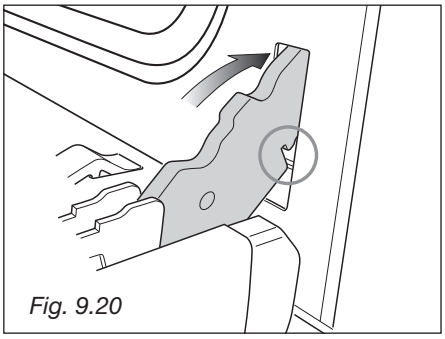

Fig. 9.20
2. Inserire i ganci delle cerniere (destra e sinistra) nel loro alloggiamento; assicurarsi che l'incavo entri nell'apposito alloggiamento (fig. 9.20).